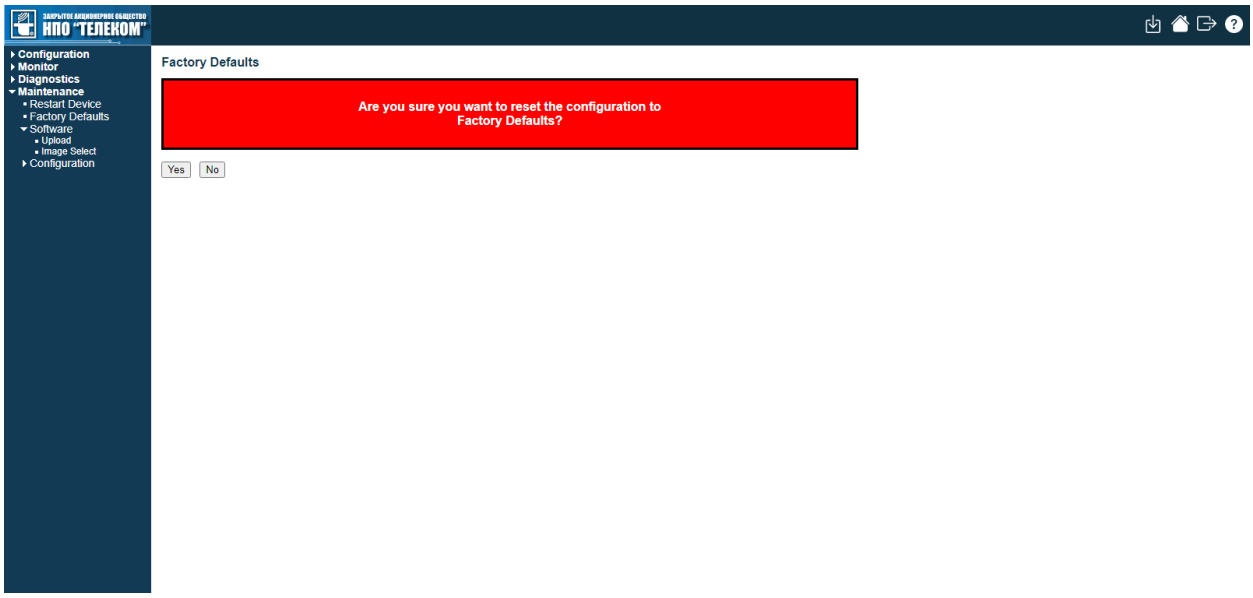

Рисунок 2.3.4 – Сброс до заводских настроек
2. Перейдите во вкладку обновления Maintenance→ Factory Defaults (рисунок 2.3.4). Нажмите кнопку «Yes» для перезагрузки устройства.